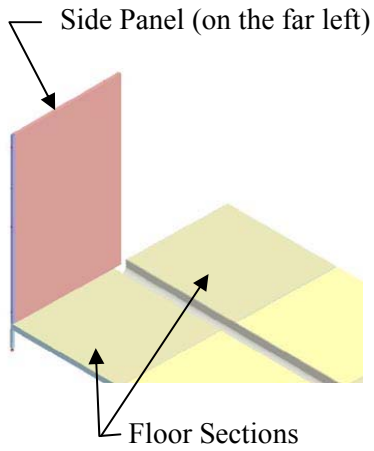
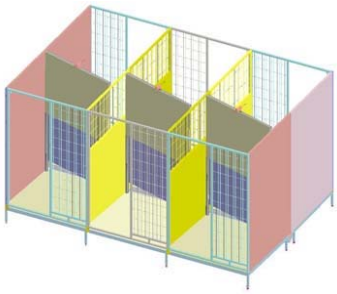

Figure 16
Figure 21
1. Set the first Side Panel (with King Post attached) on the left side of the first floor. Be sure the bottom of the panel slopes from the front to back of the Kennel. Have a helper hold it in place **(Figure 16)**.
6. Begin assembling the second section of kennels, starting from the left side with a King Post and a Side Panel as shown in the **(Figure 21)**, just like the first row, now follow **(Figures 16 thru 19)** again to complete the second section.